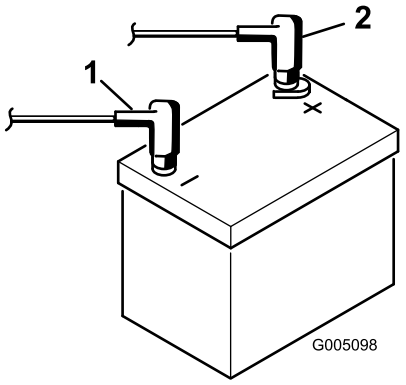

Figur 8
2. Koble de positive batterikablene (røde) fra startsolenoiden til den positive polen (+) på batteriet (Figur 8). Fest dem med en skrunøkkel, og dekk polene med vaselin. Pass på at kabelen ikke ligger over setet (i den bakerste stillingen), da dette vil resultere i slitasje eller skade på kabelen.